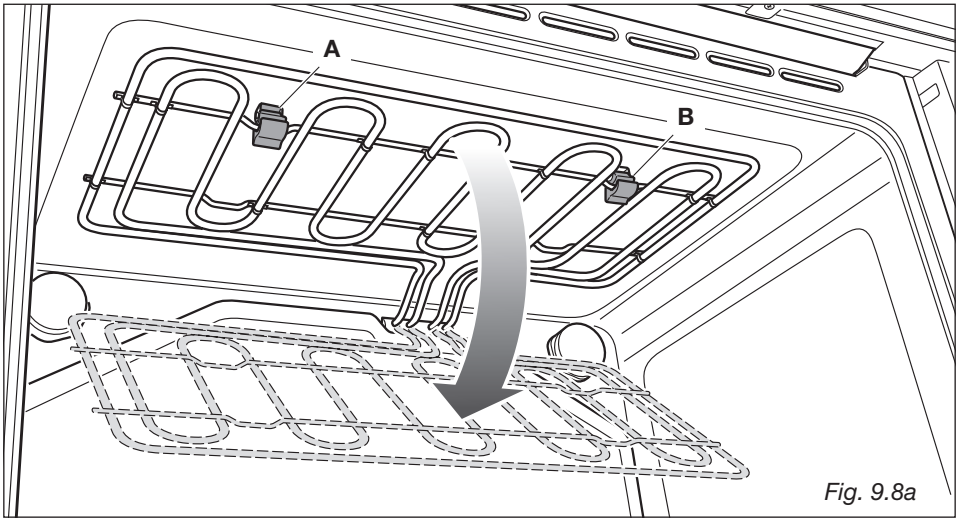

Fig. 9.8a
MODELLI CON GRILL INCERNIERATO (fig. 9.8a)
– La resistenza grill è incernierata sulla parete posteriore del forno e può essere abbassata per permettere la pulizia della volta del forno (fig. 9.8a).